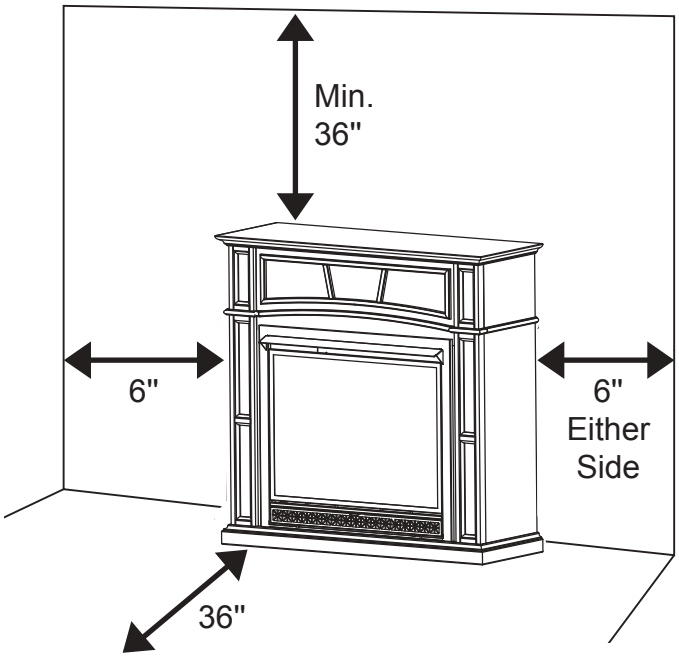

Fig. 6 - Minimum Clearance to Combustible Material
IMPORTANT: Maintain the minimum clearances shown in Figure 6 on page 13. If you can, provide greater clearances from floor, ceiling and joining wall.
A. Clearances from the side of the fireplace cabinet to any combustible material and wall should follow diagram in Figure 6.
The installer must supply an external regulator for liquid propane. The external regulator is provided by the gas supplier for natural gas. The external regulator will reduce incoming gas pressure. You must reduce incoming gas pressure to between 11 and 14 in. of water column for propane and between 6 and 14 in. of water column for natural gas. If you do not reduce incoming gas pressure, heater regulator damage could occur. Install external regulator with the vent pointing down as shown in Fig. 6. Pointing the vent down protects it from freezing rain or sleet.